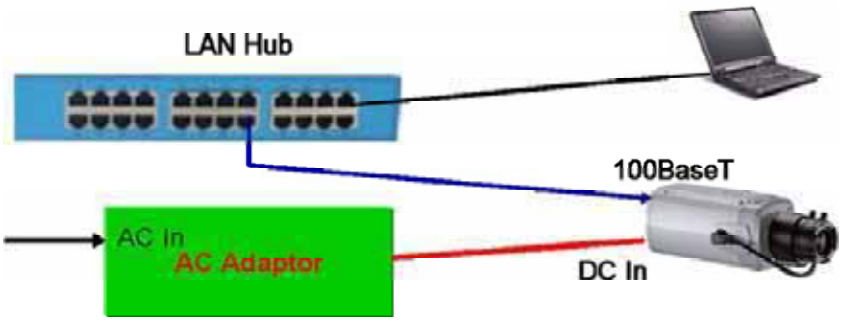

**Figure 2-7. Connecting Network camera and PC without using PoE**
3) If you have standard power connect the network camera and PC as illustrated in Figure 2.7.